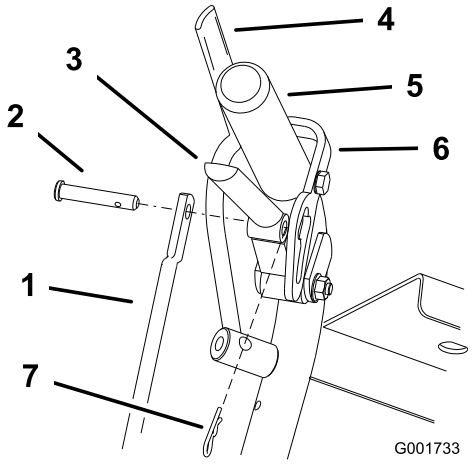
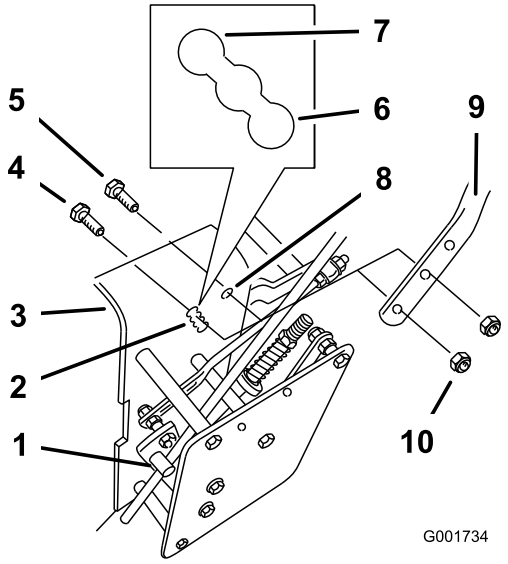

Figur 18
Figur 19
1. Avlägsna hårnålssprintarna och sprintbultarna från drivningsspakarna och neutrallåsen (Figur 18)
2. Lossa de övre flänsskruvarna (3/8 x 1,25 tum) och flänsmuttern som fäster handtaget till den bakre ramen (Figur 19).
3. Ta bort de nedre flänsskruvarna (3/8 x 1 tum) och flänsmuttrarna som fäster handtaget till den bakre ramen (Figur 19).
5. Justera styrstångens längd genom att rotera stången i stångbeslaget (Figur 18 och Figur 19).
6. Montera hårnålssprintarna mellan drivningsspakarna och neutrallåsen och in i sprintbultarna (Figur 18).